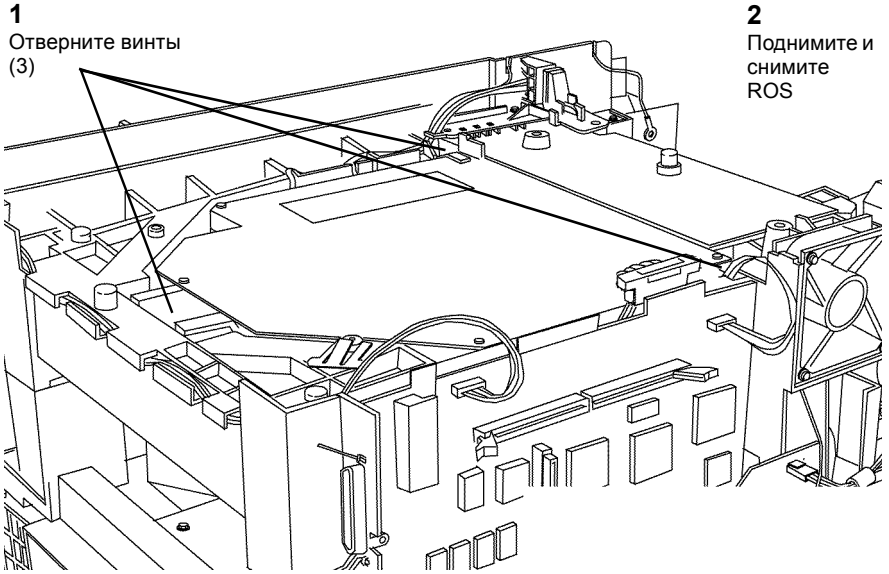

Рисунок 3 Снятие модуля ROS
8. Снимите модуль ROS (Рисунок 3).